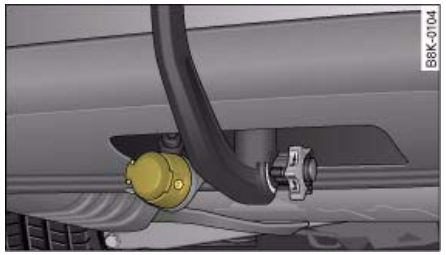

Fig. 242 Area below rear bumper: Electrical socket for trailer
– The cable of the towing bracket can be connected to the socket ⇒ *page 238,* fig. 242.